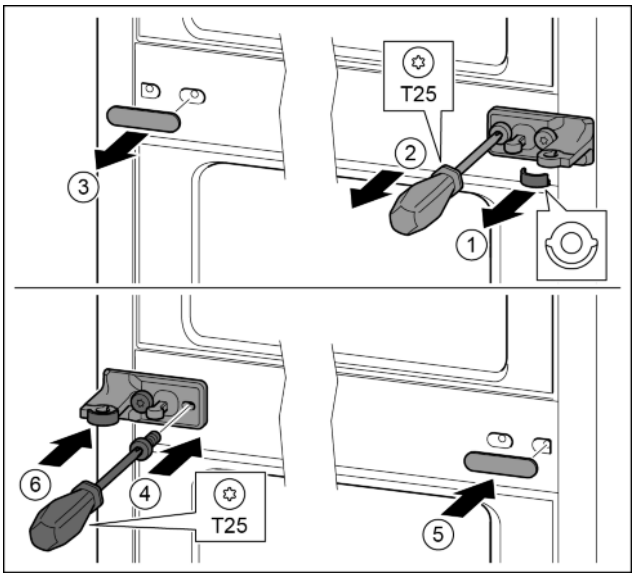

*Fig. 28*
▶ Remove the disc. *Fig. 28 (1)*
▶ Remove the screws with the T25 screwdriver. *Fig. 28 (2)*
- ▶ Remove the cover carefully. *Fig. 28 (3)*
- ▶ Screw the bearing bracket and the film rotated 180° firmly onto the other side. *Fig. 28 (4)*
- ▶ Attach the cover rotated 180° onto the other side. *Fig. 28 (5)*
- ▶ Push the disc in from the front. *Fig. 28 (6)*